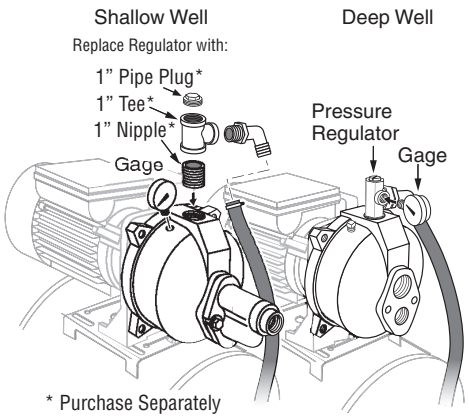

Figure 1 - Install Pressure Regulator and Gauge for deep well. Install Priming Tee and Gauge for shallow well.
2. Install the pressure regulator and pressure gauge in the pump body (see Figure 1).
2. Remove the pressure regulator from the pump body. Replace it with a 1″ NPT close nipple, a 1″x1″x3/4″ NPT Tee, and a 1″ NPT pipe plug. Install the pressure gage in the plugged hole in the pump body (see Figure 1).
1. Remove the pressure regulator from the pump body. Replace it with a 1″ NPT close nipple, a 1″x1″x3/4″ NPT Tee, and a 1″ NPT pipe plug). Install the pressure gage in the plugged hole in the pump body (see Figure 1).
1. Install the pressure regulator and pressure gauge in the pump body. See Figure 1.